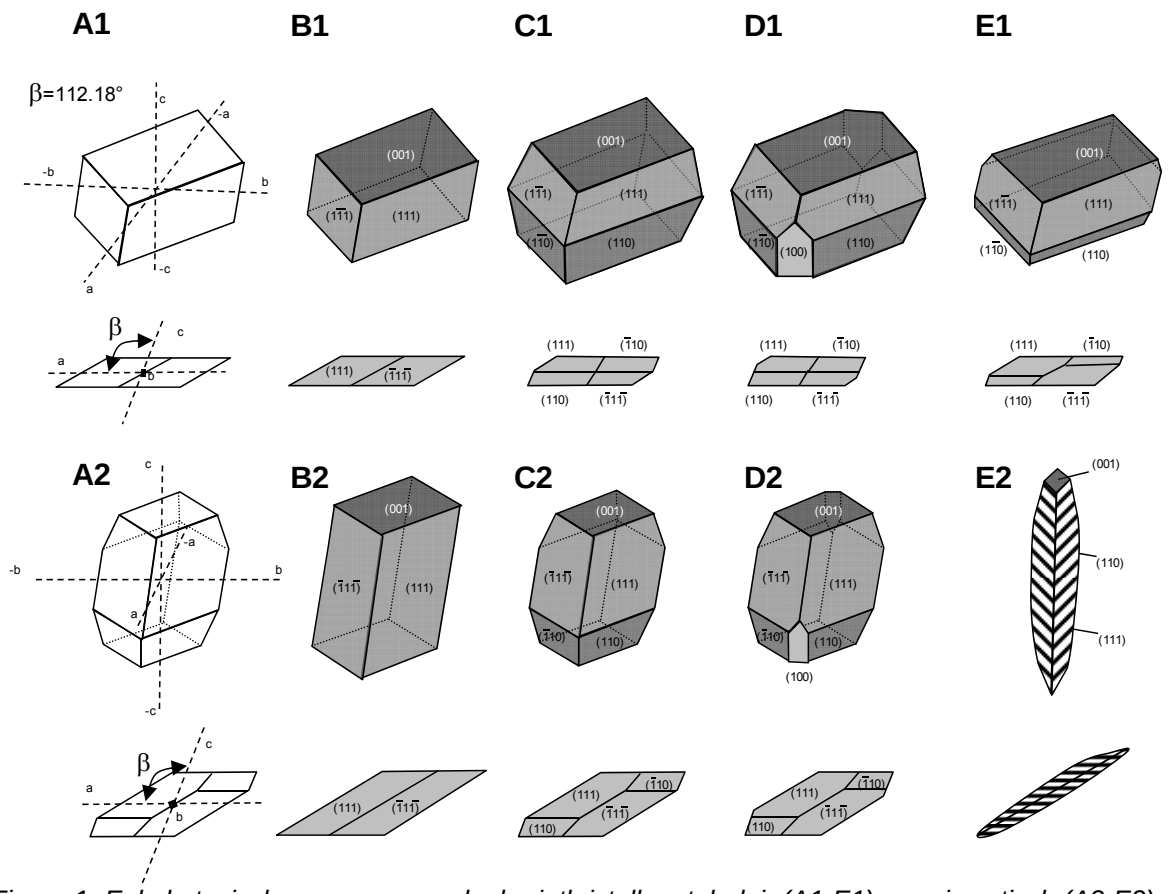

Figuur 1. Enkele typische vormen van glauberietkristallen, tabulair (A1-E1) en prismatisch (A2-E2). Onder elke vorm ziet u een zijaanzicht volgens de b-as.
Glauberiet is monoklien (β= 112.18°) en behoort tot de prismatische klasse van de puntgroep 2/m, met een ruimtegroep C2/c. De habitus is meestal tabulair (figuur 1A1-E1) en slechts zelden prismatisch (figuur 1A2-E2); maar kan ook massief of niervormig zijn. De meest voorkomende kristallen zijn tafelvormig volgens [001] (figuur 1B1) en idiomorf (figuur 2A,B) of subidiomorf door post-sedimentaire hergroei (figuur 2C,D). De prismavlakken (111), die meestal gestreept zijn, kunnen zich sterk ontwikkelen, wat leidt tot lensvormige kristallen met gebogen randen, waarbij het vlak (001) bijna volledig gaat verdwijnen (Figuur 1E2, figuur 2E-G). Kleinere (110)-vlakken kunnen voorkomen, waardoor de kristallen een beitelvormige uitzicht krijgen (Figuur 1C1). Minder gebruikelijk zijn bijkomende (100)-vlakjes die de uiteinden van het kristal afknotten (Figuur 1D1; figuur 2H). De kristalstructuur werd pas in 1965 beschreven door Cocco et al., en verder verfijnd door Lane in 2007. Typemateriaal wordt bewaard in het Museum d'Histoire Naturelle in Parijs (inventarisnummers 23.400, 23.401 en 23.402).